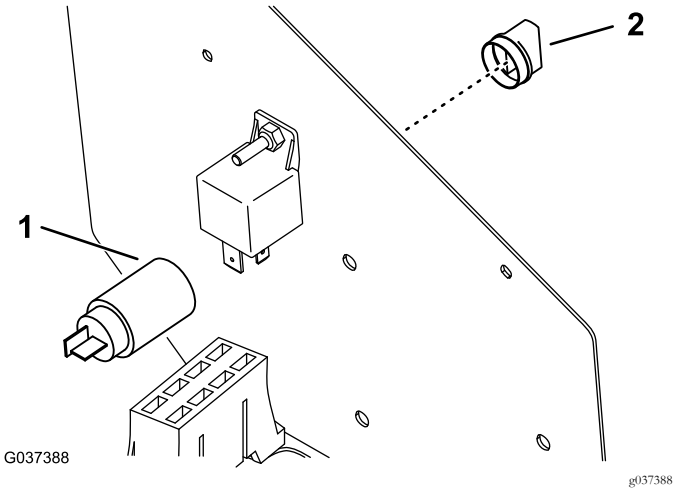

Figur 11
7. Fjern utstøterpluggen fra siden av kontrollpanelet (Figur 11).